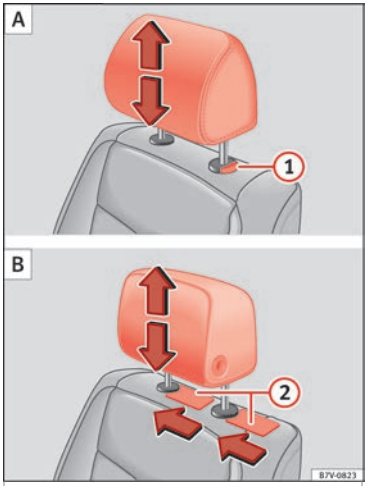

Bild 152 A: Montera nackskydden så att det inte går att justera dem i längdriktningen, B: Montera nackskydden med justering i längdriktningen
• Dra ut nackskyddet samtidigt som du håller knappen helt intryckt »» **bild 152** (1) **A**.